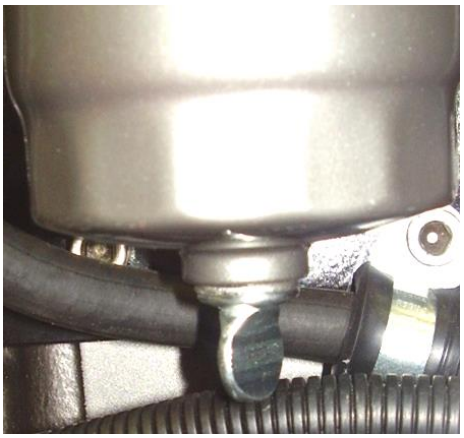

Figure 14: Primary Fuel Filter Drain Screw
- Loosen the drain screw located in the bottom of the fuel filter / water trap (**Figure 14**)